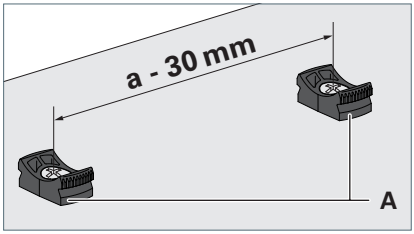

Fig. 3: Montaggio degli elementi di fissaggio.
- ▶ Montare gli elementi di fissaggio **A** parallelamente con viti idonee sulla superficie di montaggio, vedi Fig. 3.